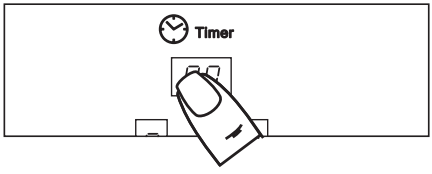

Рис.19
2. Перевести таймер в режим управления касанием зоны «⑤». В окне индикации программируемой конфорки высветится ноль (рис. 19).